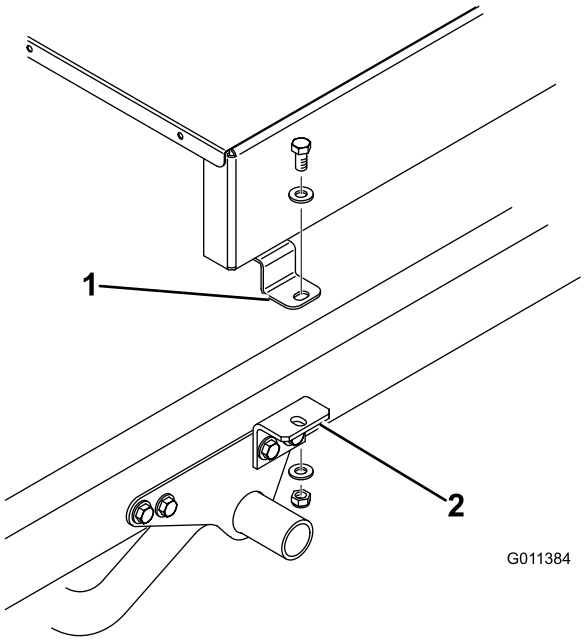
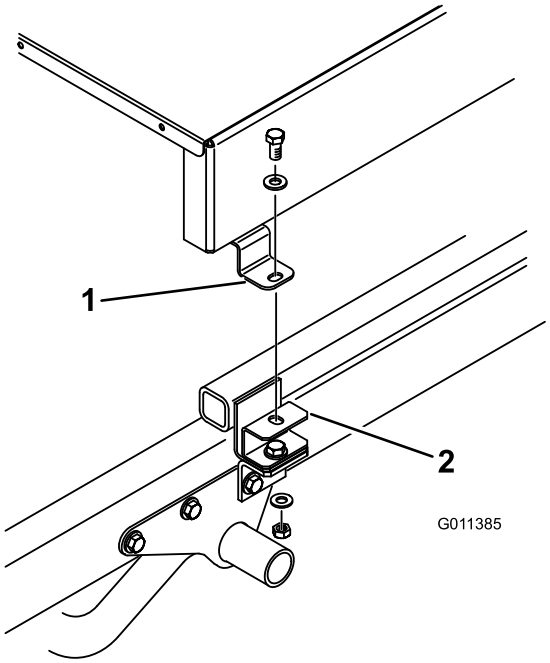

Figuur 9
Figuur 10
7. Bevestig de bovenkant van de werktuigbeugels (Figuur 9) of tussenring (Figuur 10) losjes aan de montagelip aan elke kant van de TopDresser met een 1/2 x 1 inch tapbout, (2) platte ringen en borgmoeren. Draai alle bevestigingen vast.